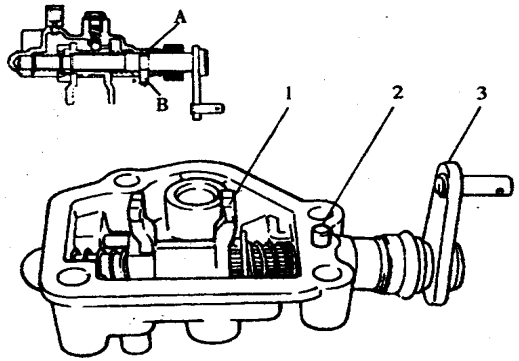

Fig.3.2-3
③ Insert the gear shifting handle axle into the gear shifting cover body until groove "A" on the axle aligns with pin hole "B" on the gear shifting cover body. The lever arm of fork arm and the arm center line on the gear shifting handle axle must be on the same level. (Please refer to Fig.3.2-3)
④ Install gear shifting arm axle and screw it to the specified torque 13-20N • m.